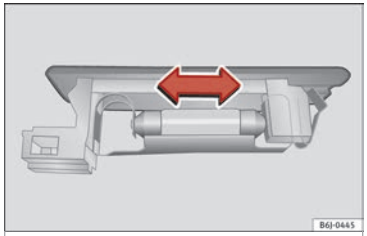

Fig. 206 Boot light.
– Press the bulb sideways and remove it from its housing ››› **Fig. 206**.